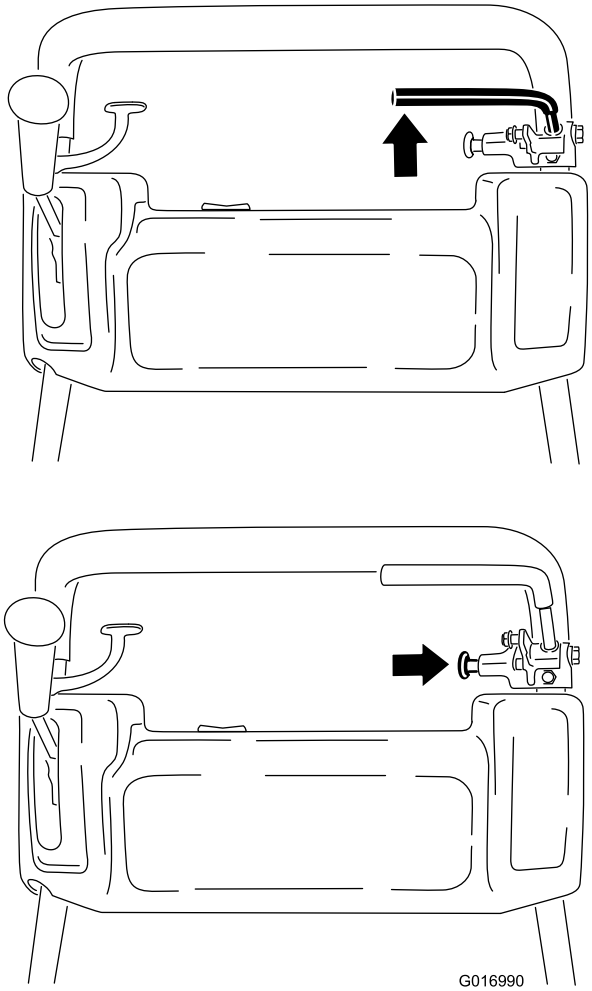

Figur 34
1. Koble bremsen helt inn, trykk på parkeringsbremsknappen og la bremsen hvile på parkeringsbremsepinnen (Figur 34).